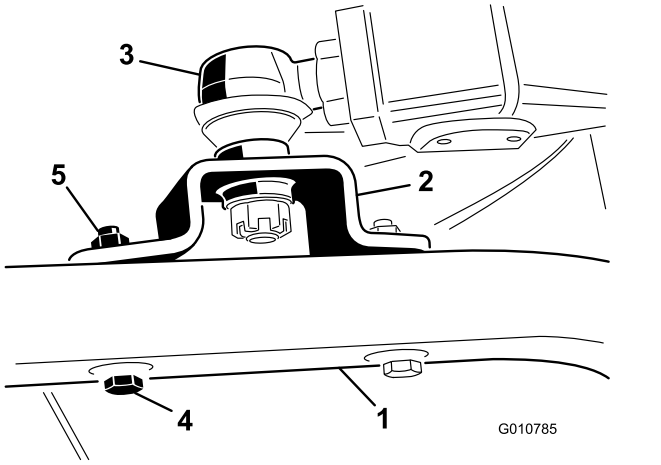

Figuur 7
4. Bevestig de beugels van de kogelverbindingen aan de zwenkwielarmen met behulp van 2 inbusbouten (7/16" x 3") en flensmoeren (7/16") (Figuur 7).
5. Draai de grote contramoer vast waarmee de kogelverbinding aan de hefarm is bevestigd (Figuur 7).